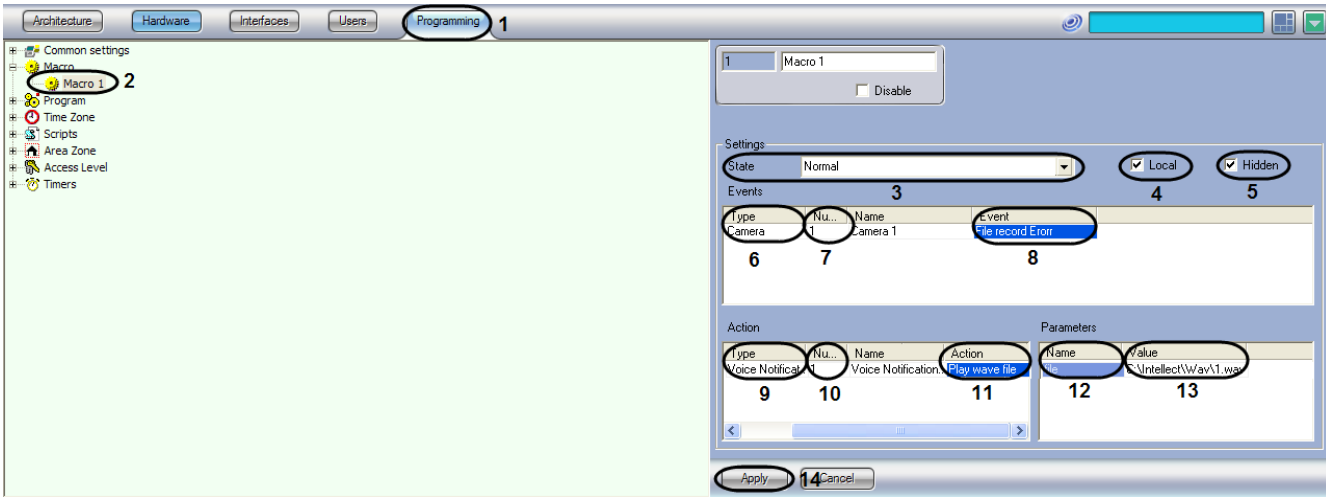

Figure 8.10-13. Creating and setting up the macro for sending the voice notification
1. Go to the Programming tab of the System Settings window (Figure 8.10-13).